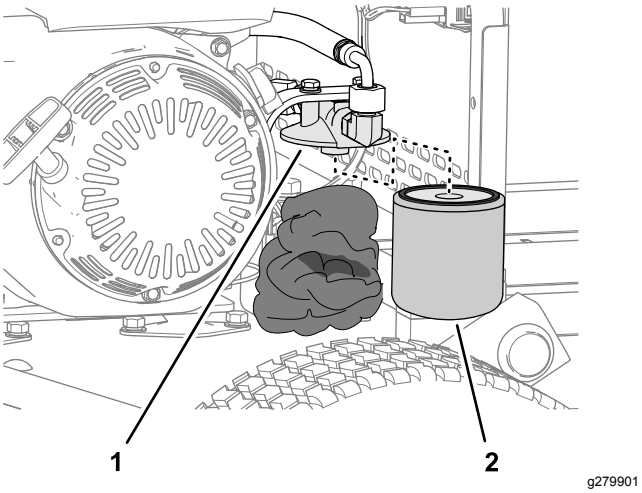

**Figuur 37**
2. Stop doeken onder het hydraulische filter (Figuur 37).
3. Verwijder het hydraulische filter voorzichtig (Figuur 37).
5. Draai het filter handmatig op de filterkop (Figuur 37) totdat de pakking contact maakt met de filterkop. Draai het filter vervolgens nog eens ¾ slag vaster.